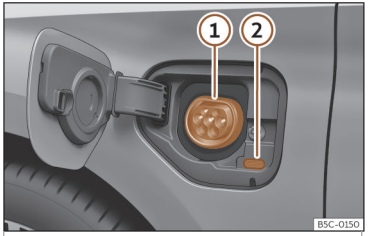

Fig. 194 Detrás de la tapa de carga de la batería en la parte delantera izquierda: Toma de carga
››› **fig. 194**
- Con el vehículo desbloqueado, al presionar la tapa de carga de la batería esta se abre ››› fig. 194.